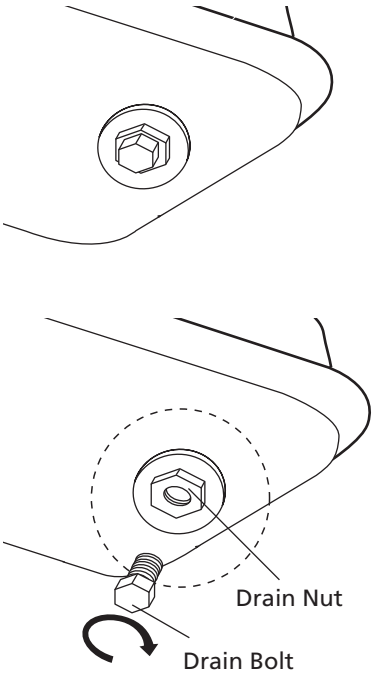

Figure 10 – Drain Bolt Reinstall
- Insert bolt's seal head fully into drain hole so that flange is flush to tank's bottom. See Figure 10.
- Insert seal cap fully into head hole so that cap flange is flush to head flange. See Figure 10.